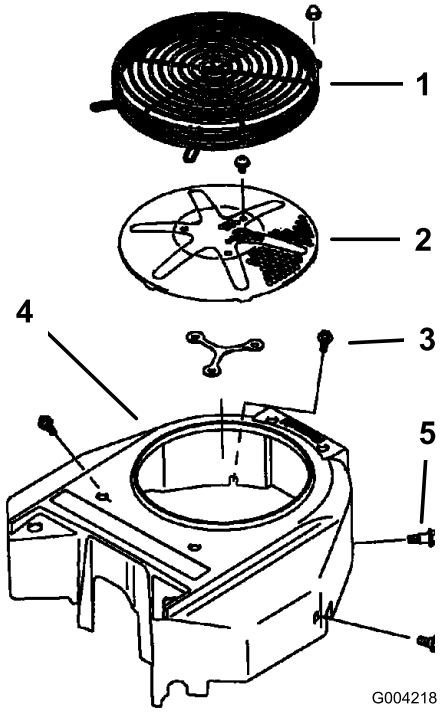

Figur 69
Ta bort alla rester av gräs, smuts eller annat skräp från motorfiltret innan du använder maskinen. Detta bidrar till att skapa tillräcklig kylning och rätt motorhastighet samt minskar riskerna för överhettning och mekaniska skador på motorn (Figur 69).
3. Ta bort luftintagsgallret, startsnöret och fläkthuset (Figur 69).
5. Montera luftintagsgallret, startsnöret och fläkthuset (Figur 69).